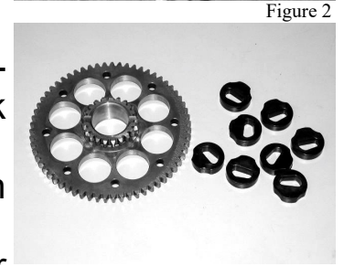

Figure 3
- Remove the primary drive gear/ kick-starter gear assembly and the stock cushions (Figure 3)